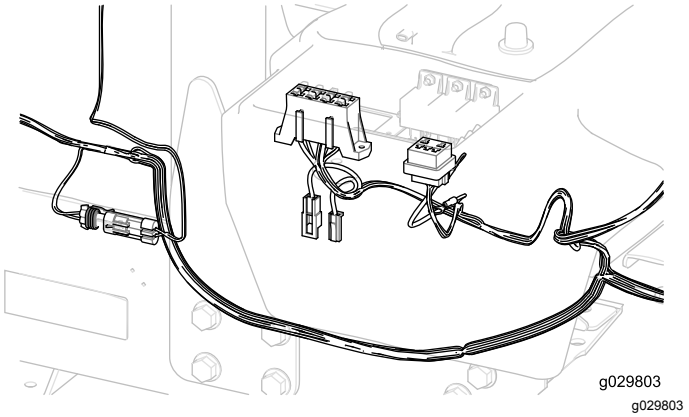

Figur 24
2. Fra under højre side af traktionsenheden skal sikringsblokdelen af ledningsnettet føres op og ind i åbningen i sikringsrummet (Figur 24).